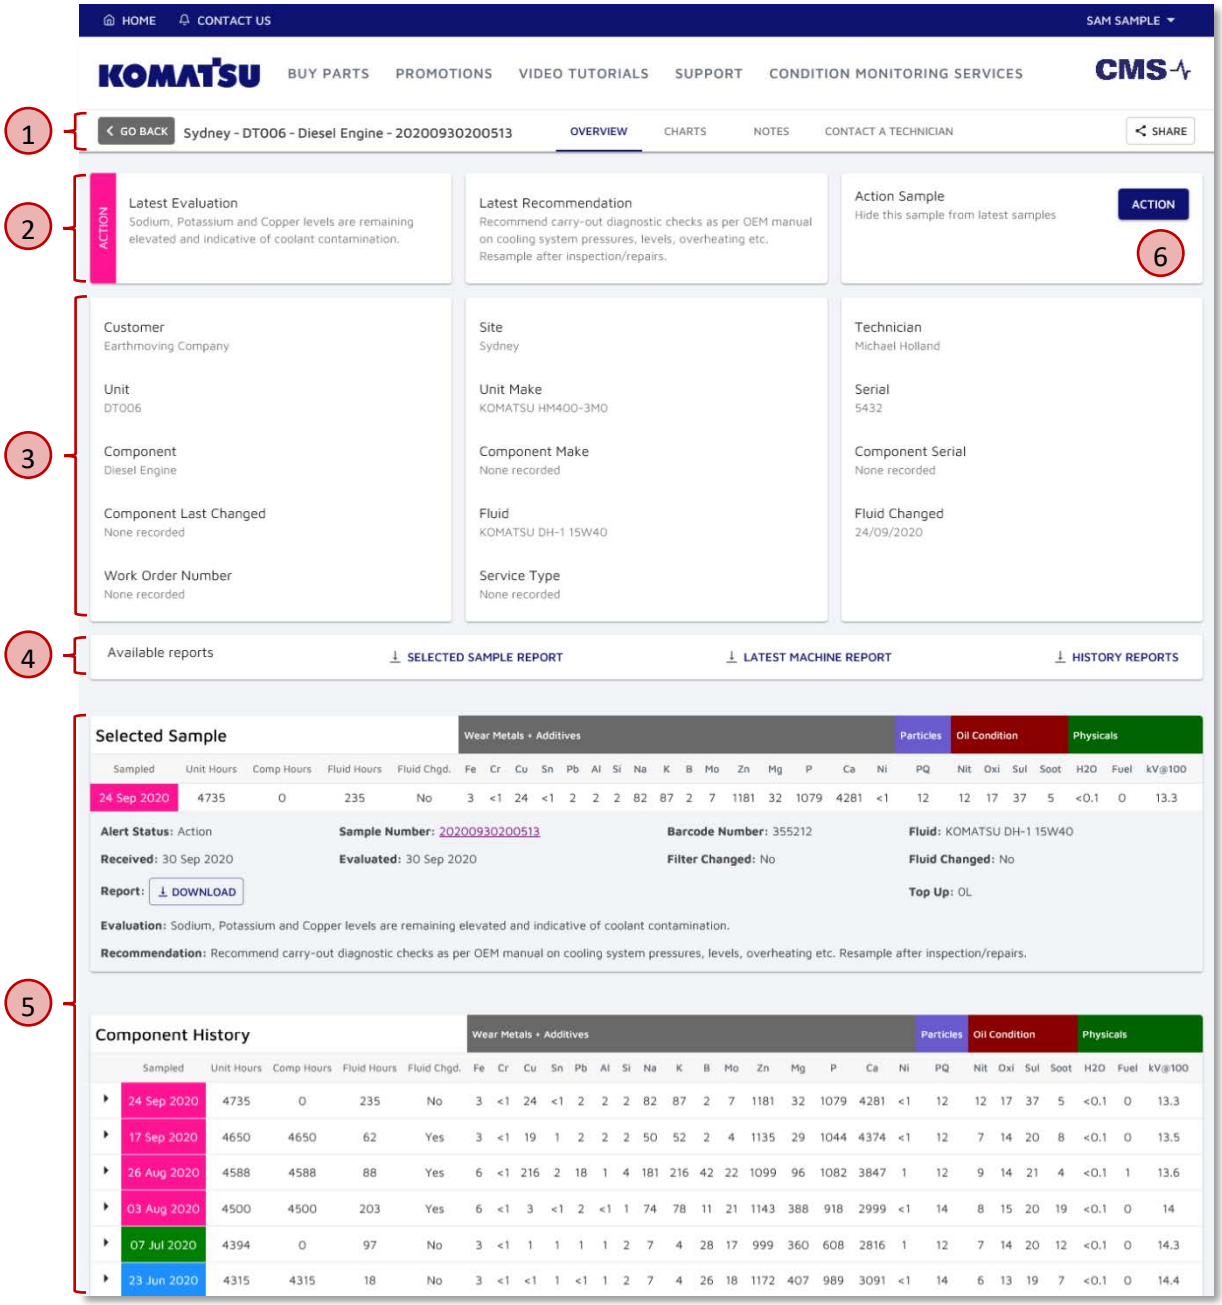

Figure 3.2 Sample Details Page
- Navigation - 3.1.1 (① in Figure 3.2)
- Latest Sample Summary – Section 3.1.2 (② in Figure 3.2)
- Sample Information – Section 3.1.3 (③ in Figure 3.2)
- Download Reports – Section 3.1.4 (④ in Figure 3.2)
- Sample Results and History – Section 3.1.5 (⑤ in Figure 3.2)
- Action Sample – Section 3.1.6 (⑥ in Figure 3.2)
We can action a sample from within the sample details page, with the **Actioned** button (⑥ in Figure 3.2).